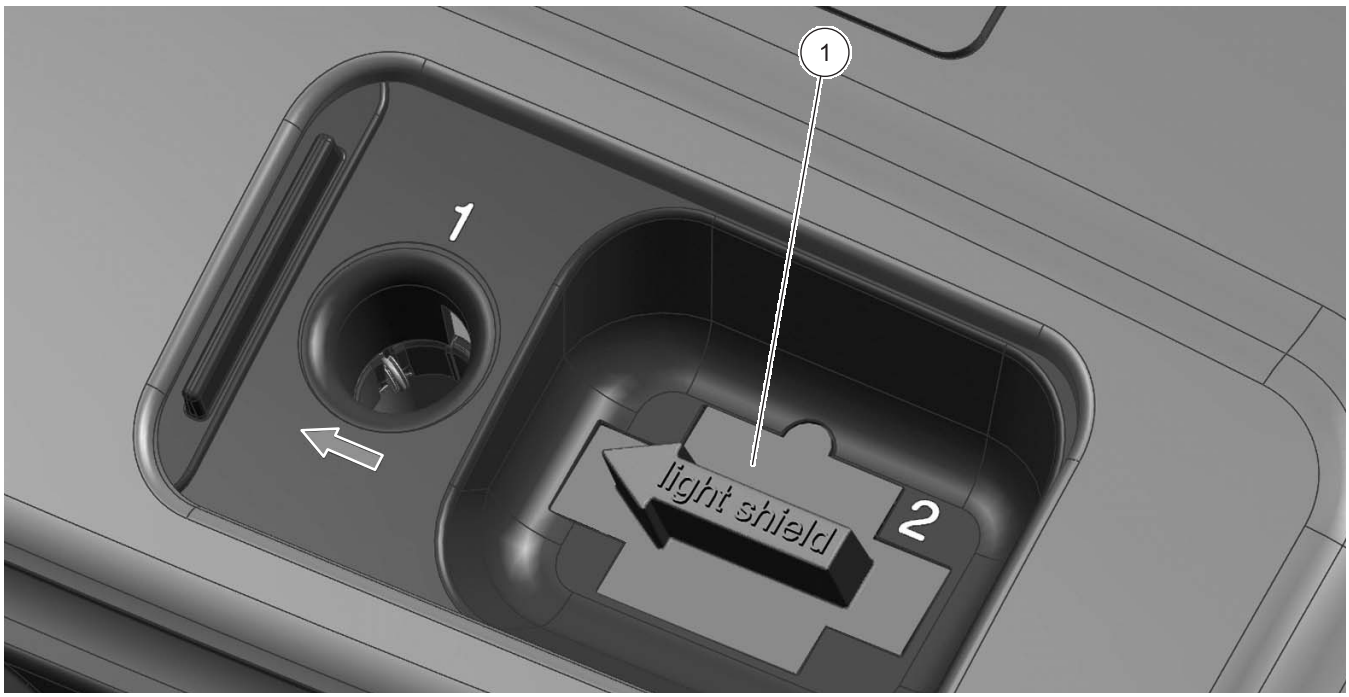

Figure 7 Ecran protecteur de lumière installé
2. Insérez l'écran protecteur de lumière en dirigeant la flèche vers la gauche et en veillant à ce que l'onglet d'orientation vienne s'enclencher dans la fente d'ouverture du compartiment (Figure 7).